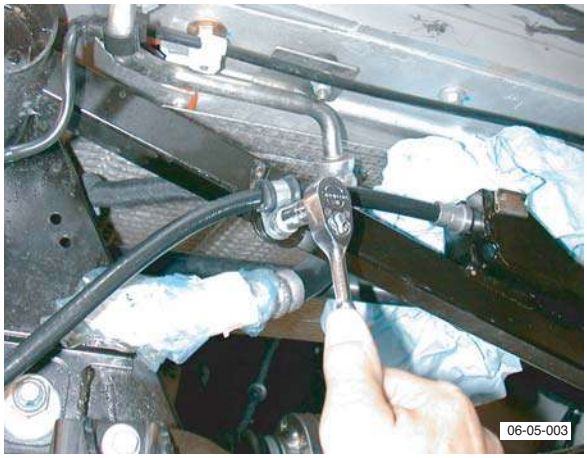

Fig. 1
9. Remove screws (x4) from cable clips and unclip grommet from body clip (see Fig. 1).